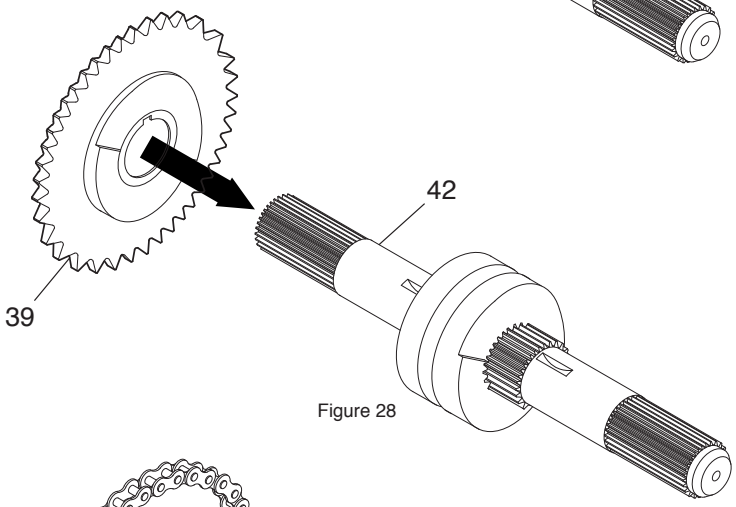

Figure 28
Slide the chain sprocket (item 39), assembled in step 26, on the grooved shaft (item 42) (see figure 28).